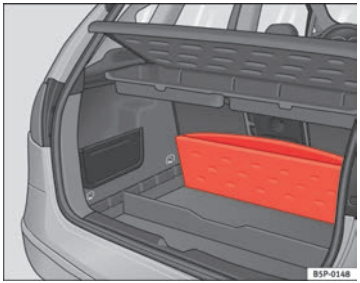

Abb. 105 Variables Ablagefach Gepäckraumboden
– Den Gepäckraumboden anheben und vollständig nach hinten klappen ⇒ Abb. 105.